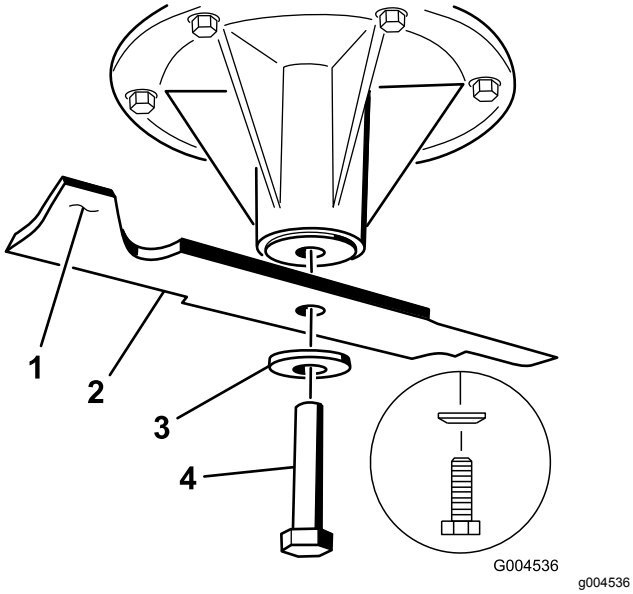

Figur 106
1. Montera kniven på spindelaxeln (Figur 106).
2. Montera fjäderbrickan och knivbulten (Figur 106).
Obs: Fjäderskivans kon måste monteras mot skruvens huvud (Figur 106).